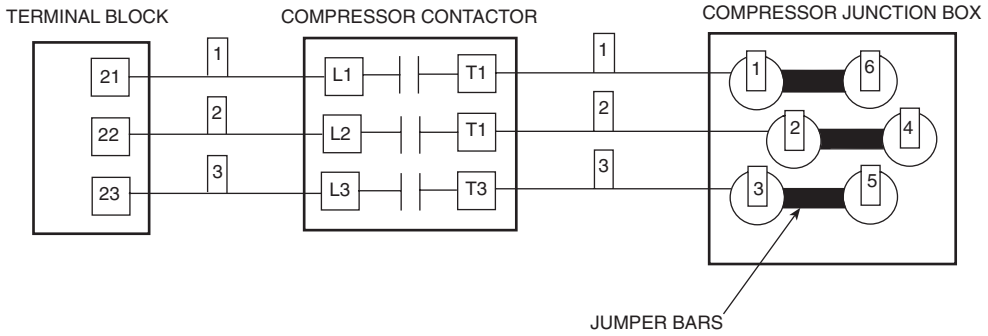

Fig. 5 — Across-the-Line (XL) Compressor Wiring
Wye-Delta vs Across-the-Line (XL) Starting Option — All 30GXN,R and 30HX chillers operating at voltages of 230-3-60, 208/230-3-60 or 230-3-50 (4, 5, or 8 at Position 12 in model number) are supplied with factory-installed Wye-Delta starters. All other voltage options can be ordered with either Wye-Delta or XL starting options. The XL starting method is the most cost effective and simply starts the compressor motor in a Delta configuration (the motors are designed for continuous operation in this configuration) using a single contactor. See Fig. 5. This is the simplest starting method to use and is ideal where starting current does not require limiting.